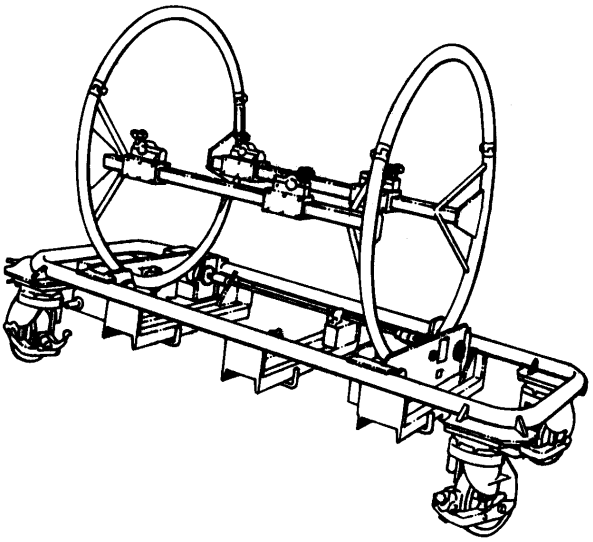

Figure 8. 6796784 Engine Overhaul Stand
f. Remove upper section of front and rear roll rings of 6796784 overhaul stand (figure 8).